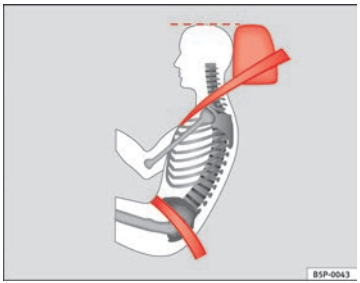

Fig. 15 Correct seat belt and head restraint positions, viewed from side
- **The lap part of the seat belt must lie across the pelvis, never across the stomach. The seat belt must lie flat and snugly on the pelvis ⇒ Fig. 15. Pull the belt tight if necessary to take up any slack.**